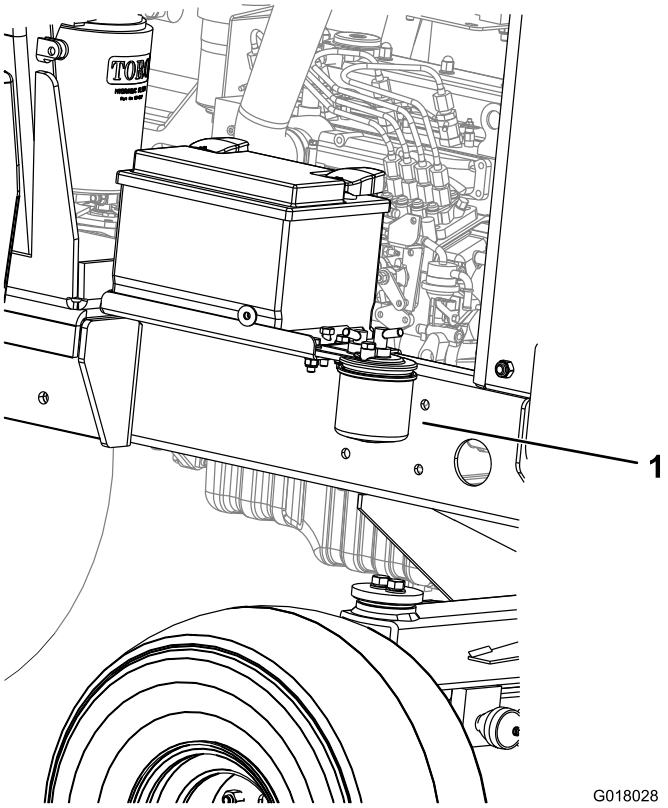

Figuur 43
1. Plaats een schone opvangbak onder de brandstoffilterbus (Figuur 43).